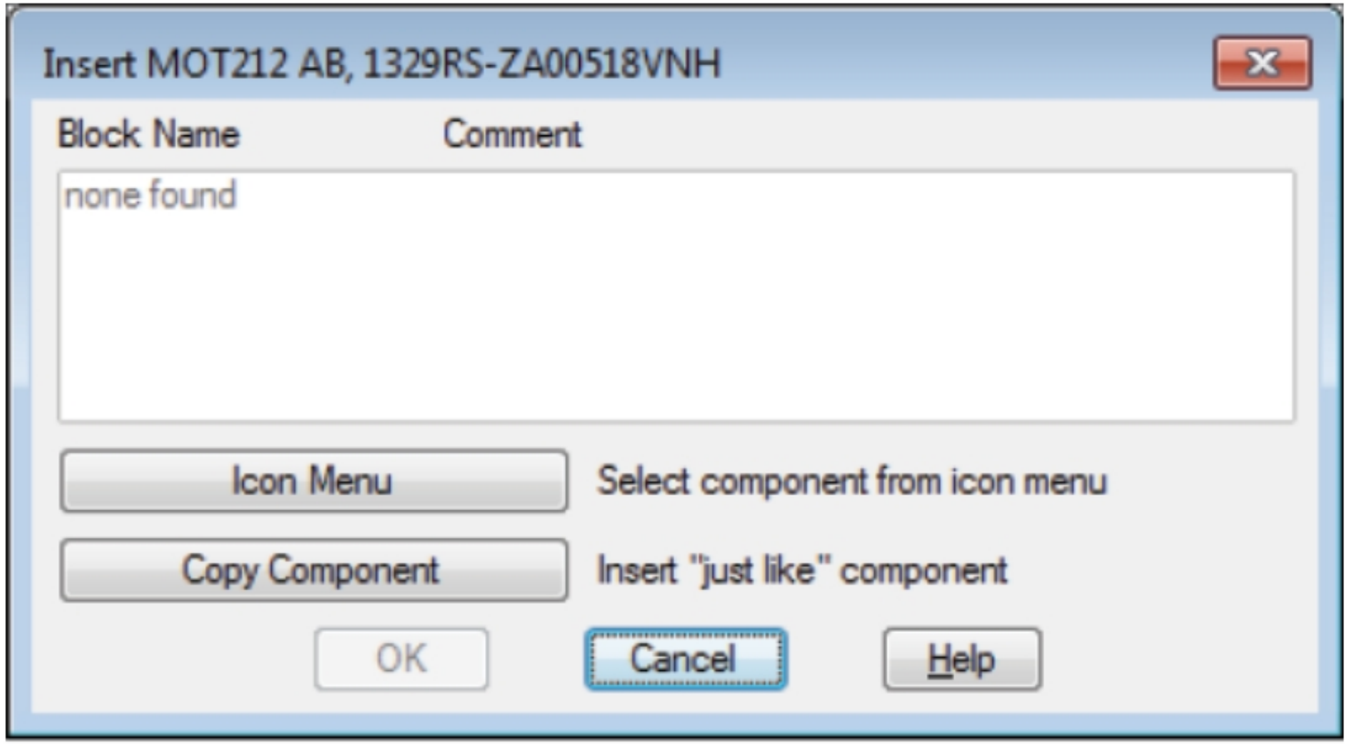

Figure-39. Insert dialog box
- Click on the **Insert** button from the dialog box. If there is no symbol assigned to the component then the **Insert** dialog box will be displayed as shown in Figure-39.